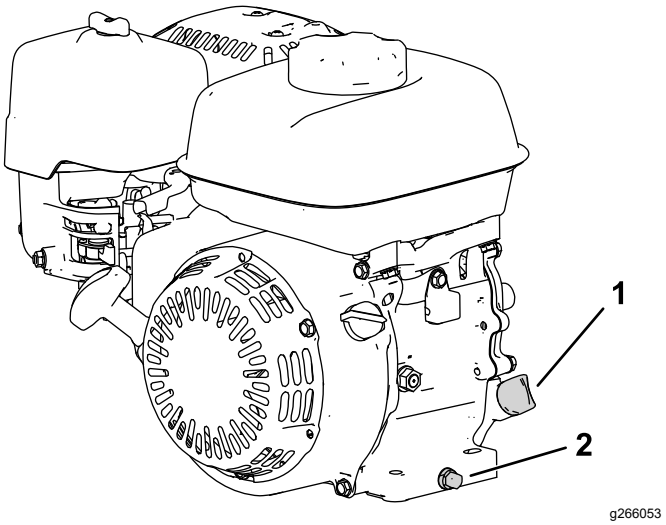

Figuur 29
2. Plaats de machine zo, dat de motor waterpas staat en reinig de omgeving van de olievulbuis (Figuur 29).
3. Verwijder de aftapplug, de ring en de peilstok (Figuur 29).